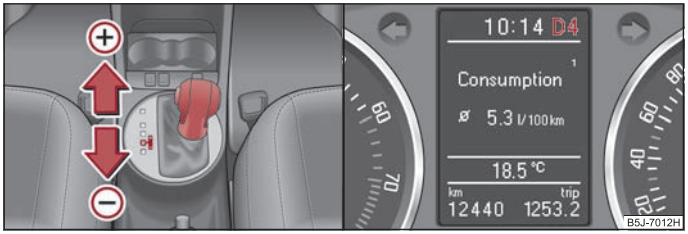

Fig. 98 Manual shifting: Selector lever / large information display
The selector lever position you have engaged is indicated in the information display of the instrument cluster together with the engaged gear ⇒ fig. 98 on the right.
– One-touch forward of the selector lever (in the Tiptronic position) ⇒ fig. 98 ⊕.